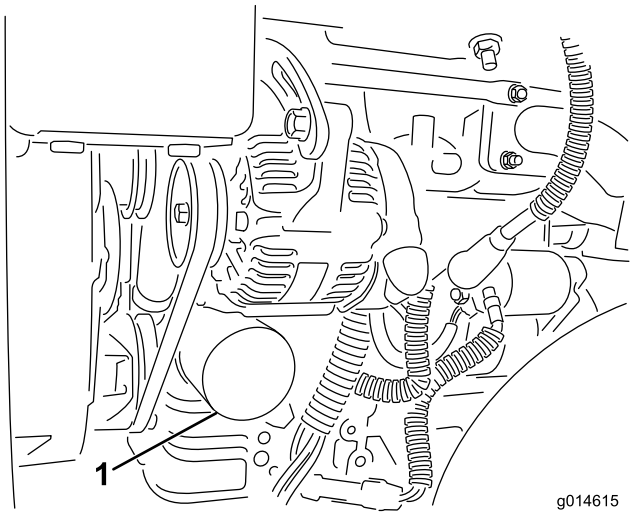

Figur 48
2. Avlägsna oljefiltret (Figur 48). Stryk på ett tunt lager ren olja på den nya filterpackningen.